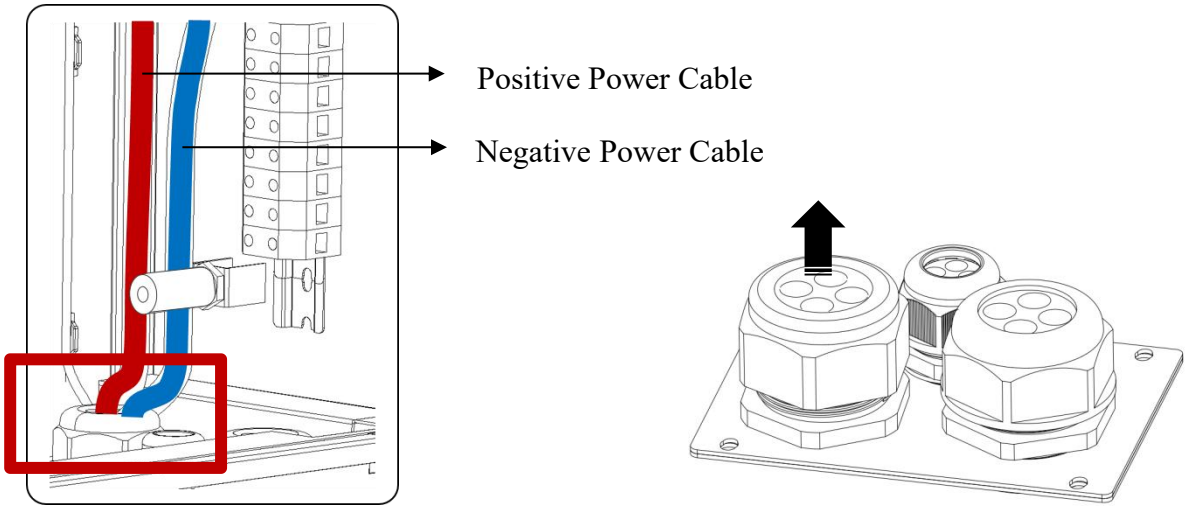

Figure 5.3.4.6 Schematic Diagram of Power Line Connection
2、Figure 5.3.4.5 is for reference only, please refer to the corresponding chapter for the specific route holes when threading.